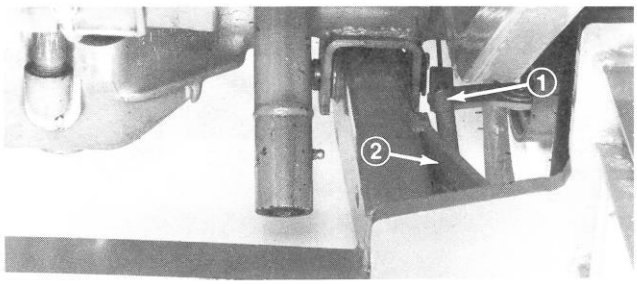

Figure 21
6. Remove cotter pins from clevis pins holding brake struts and yokes together, and discard the cotter pins. Keeping clevis pin in place, install short end of spring into hole in clevis pin to retain parts together. Connect other end of springs to slotted holes in frame (Fig. 21).